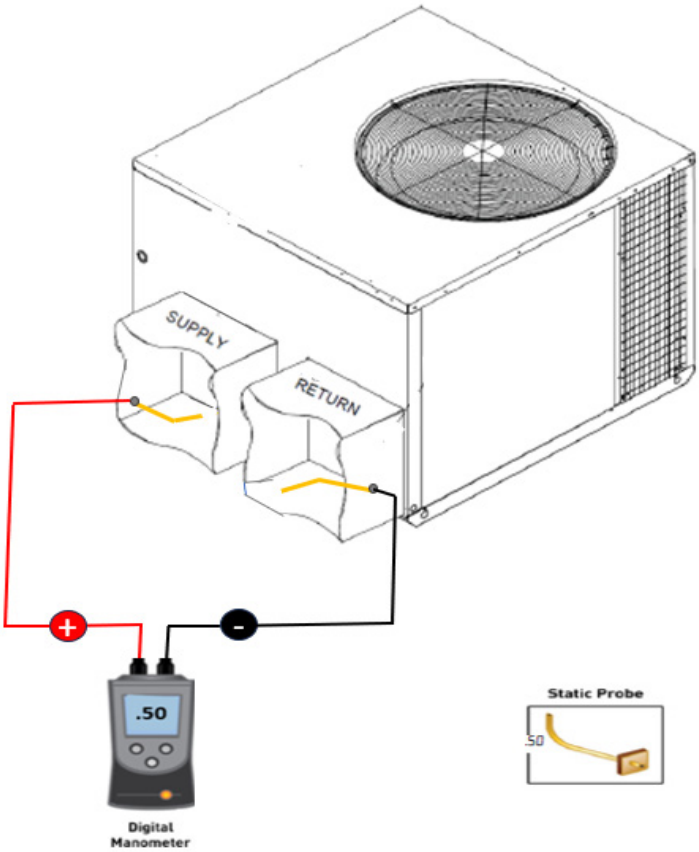

Figure 12: Total External Static
1. Using a digital manometer measure the static pressure of the return duct at the inlet of the unit (Negative Pressure). SEE FIGURE 12: TOTAL EXTERNAL STATIC.